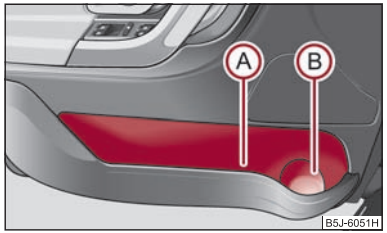

Fig. 86 Vano portaobjetos en el revestimiento de la puerta
A fin de no menoscabar el radio de acción del airbag lateral, utilice la zona (A) ⇒ fig. 86 del portaobjetos sólo para depositar en ella objetos que no sobresalgan. ■